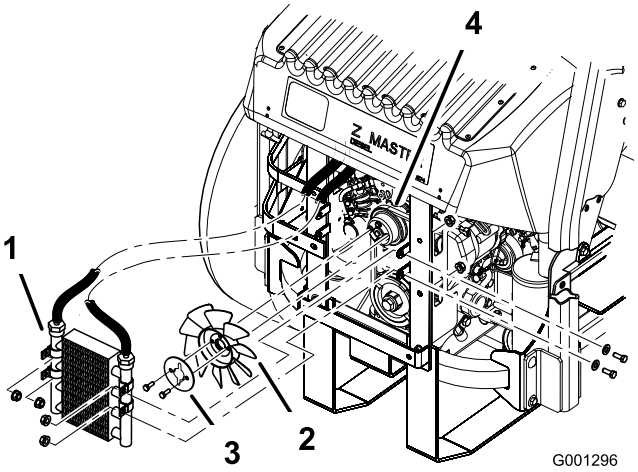

Figur 64
5. Fjern de fire bolte, der fastholder oliekøleren, og placer oliekøleren på siden (Figur 64).
6. Fjern de to bolte, der fastholder ventilatoren og ventilatorpladen på maskinen (Figur 64).
10. Monter ventilatoren og ventilatorpladen på maskinen med de to bolte, der tidligere blev afmonteret (Figur 64).
11. Monter oliekøleren med de 4 bolte, som du tidligere afmonterede (Figur 64).